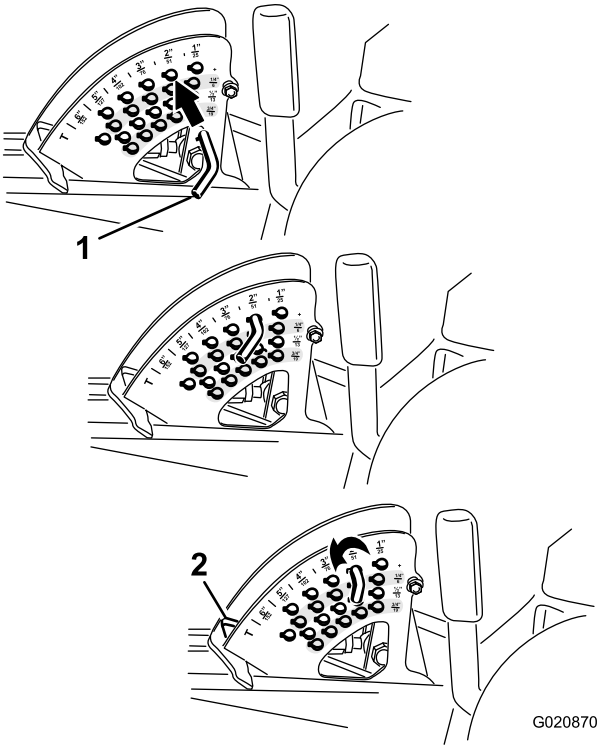

**Figur 20**
**Bemærk:** Plæneklipperskjoldet kan låses fast i den hævede position ved at hæve det til en position, der er højere end 15 cm, udtage stopstiften, der begrænser klippehøjden, og placere stiften i den position, der giver en klippehøjde på 15 cm (Figur 20).
2. Juster ved at dreje stopstiften, indtil skydestiften inden i den står ud for hakkene i hullerne i klippehøjdejusteringsbeslaget, og tag den af (Figur 20).
3. Vælg det hul i klippehøjdebeslaget, som svarer til den ønskede klippehøjde, isæt stiften, og drej den nedad for at låse den fast (Figur 20).
**Bemærk:** Der er fire rækker hulpositioner (Figur 20). Den øverste række giver den klippehøjde, der er anført over stiften. Den anden række fra oven giver den højde, der er anført, plus 6 mm. Den tredje række fra oven giver den højde, der er anført, plus 12 mm. Den nederste række giver den højde, der er anført, plus 18 mm. Til højdepositionen på 15,2 cm er der kun ét hul, og det sidder i anden række fra oven. Her lægges der ikke 6 mm til højdepositionen på 15,2 cm.